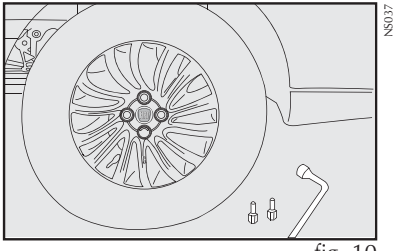

fig. 10
11) Apertar os parafusos utilizando a chave de roda específica **fig. 10**;